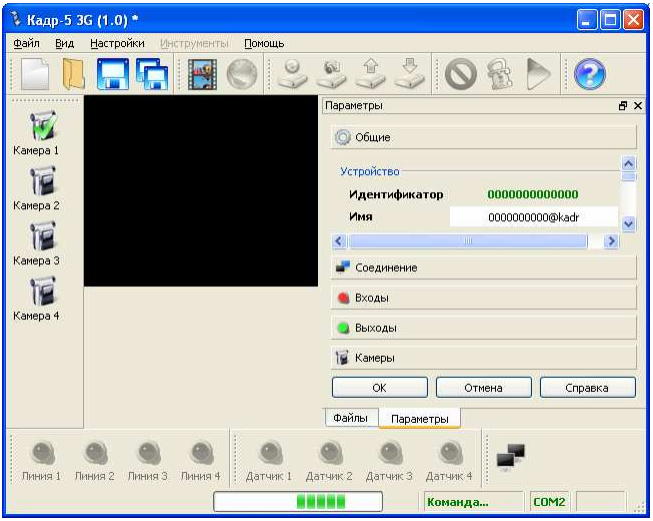

Рис. 27. Внешний вид главного окна при подключении к устройству.
6. На основной странице приложения нажмите кнопку с иконкой или выберите в меню пункт «Инструменты/Установить соединение». В процессе обмена данными с устройством основная страница приложения имеет вид, показанный на Рис. 27.